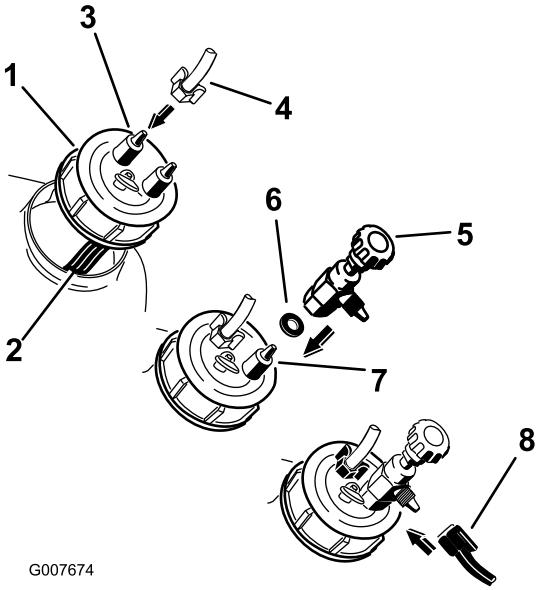

Figur 15
2. Monter sløjfeslangen på 91 cm og dækselreguleringsventilen på det sorte dæksel (Figur 15).